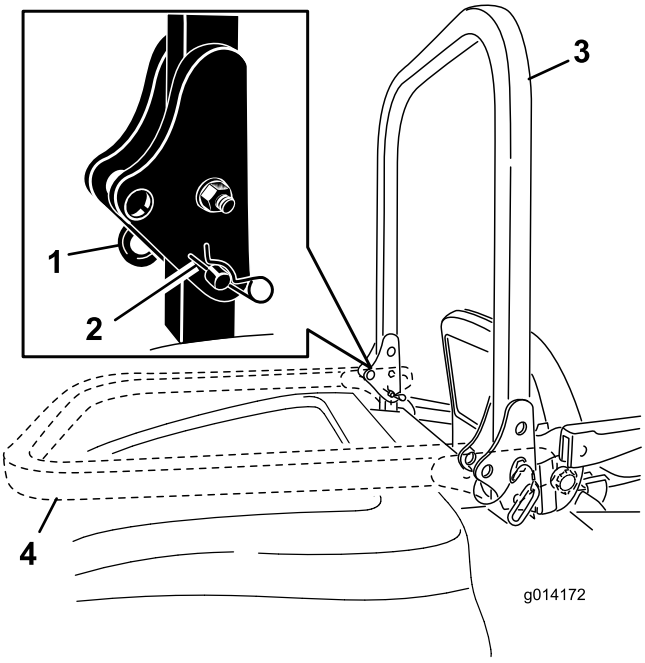

**Figur 10**
1. For at sænke styrtbøjlen skal splitterne tages ud. Skub styrtbøjlen frem mod fjedrene og tag de to låsepinde ud (Figur 10).
2. Sænk styrtbøjlen til sænket position (Figur 10).
3. Monter de to pinde, og fastgør dem med splitterne (Figur 10).
4. Fjern splitterne og de to pinde for at hæve styrtbøjlen (Figur 10).
5. Hæv styrtbøjlen til oprejst position, og monter de to pinde, og fastgør dem med splitterne (Figur 10).